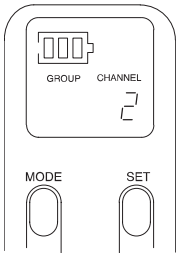

FIGURA 27
4. Premete il pulsante SET sino a raggiungere il canale desiderato, come illustrato in Figura 27.